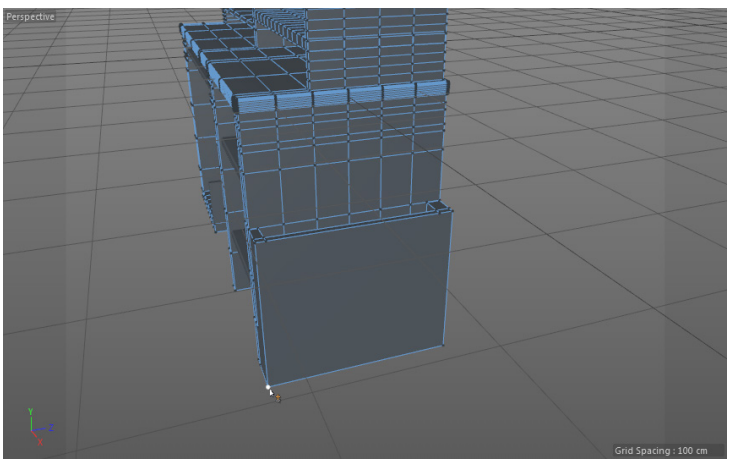
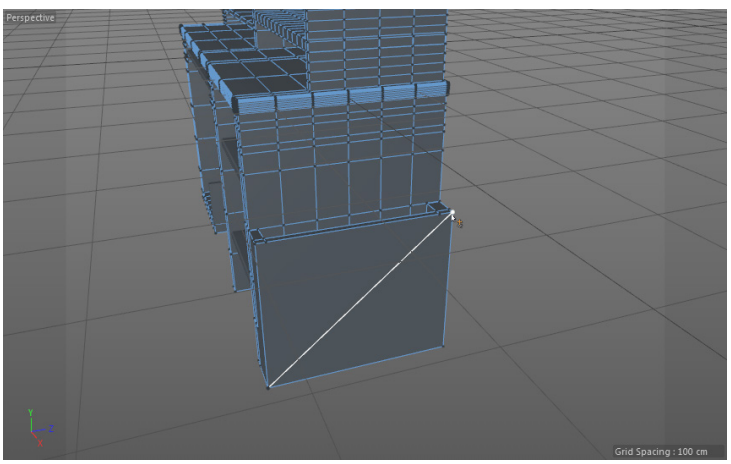

Figure 3-63 *Clicking on the corner point*
Figure 3-64 *The new edge created*
8. Choose the **Edges** tool in the Mode palette. Make sure the **Polygon Pen** tool is chosen in the Modeling Tool Palette. Next, click on the bottom-left point, as shown in Figure 3-63 and then click on the top-right corner point; a new edge is created, as shown in Figure 3-64.